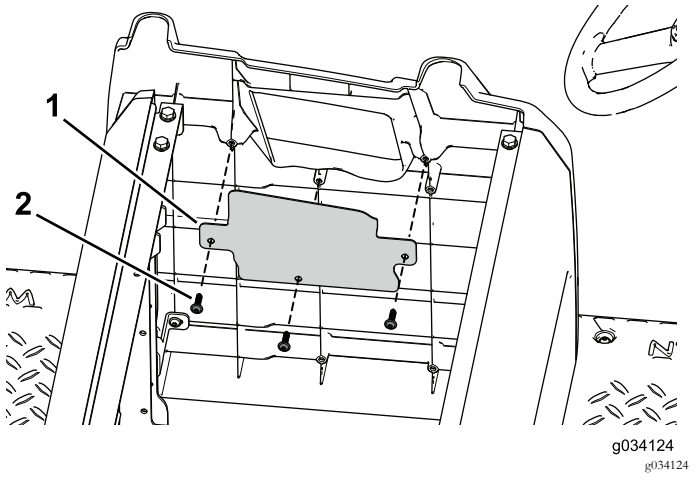

Figura 44
2. Utilize os três parafusos autorroscantes para prender a cobertura da abertura para a placa lateral (Figura 44).